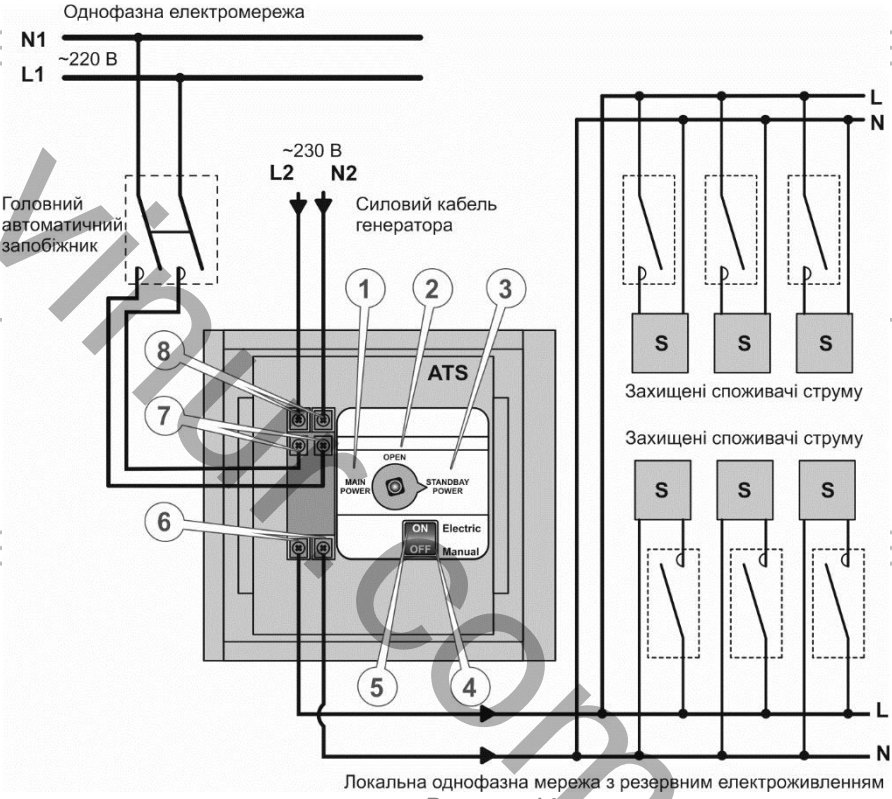
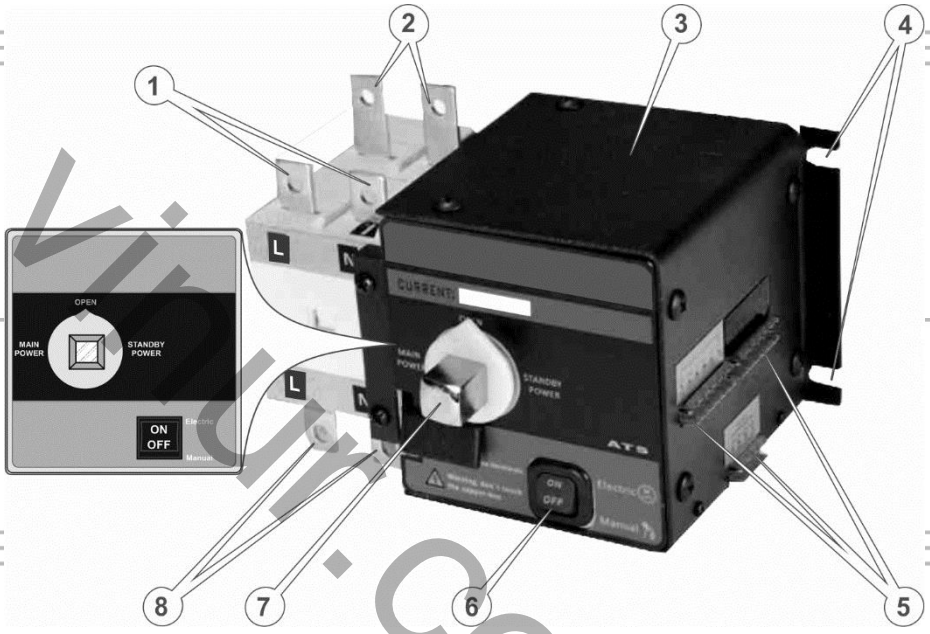
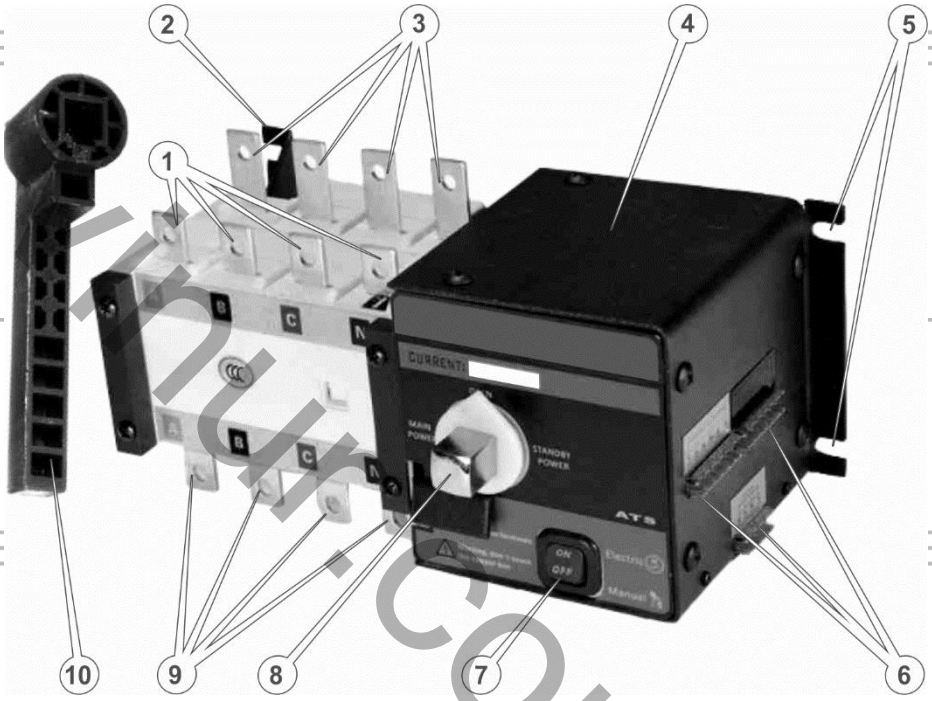

Рисунок 14.
Рисунок 16.
Рисунок 17.
4. Під'єднайте силові кабелі, як зображено для однофазної мережі (див. рис. 16) або трифазної мережі (див.рис. 17) або на панелі під'єднання під клемне з'єднання (див.рис. 14, 15).
5. Перехід на автоматичний режим виконується при переведенні вимикача у положення «ON», як зображено для однофазної мережі (7) (див. рис. 16) або трифазної мережі (8) (див.рис. 17) або перехід на ручний режим, коли вимикач сервоприводу знаходиться у положенні «OFF».
При температурі повітря t≤15 ºС для створення умов запуску генератора струму, застосовуйте систему підігріву мастила, шляхом увімкнення вимикача (4) (див. рис. 16,17)
Схема резервування локальної однофазної мережі на ATS генератора моделі “EWI 16-RS.100B” (рис.14).
Схема приєднання жил до блоку автоматики ATS (однофазна електромережа) (рис.16)
Схема під'єднання жил до блоку автоматики ATS (трифазна електромережа) (Рис.17)